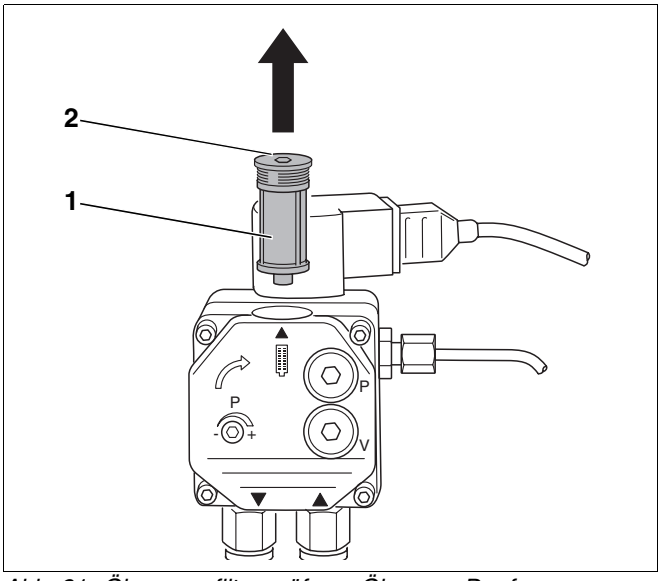

Abb. 21 Ölpumpenfilter prüfen – Ölpumpe Danfoss
- Die Innensechskantschraube an der Oberseite (Abb. 21, **Pos. 2**) lösen.
- Ölpumpenfilter (Abb. 21, **Pos. 1**) nach oben herausziehen.
- Ölpumpenfilter (Abb. 21, **Pos. 1**) mit Waschbenzin reinigen, ggf. austauschen und wieder in die Ölpumpe einbauen.